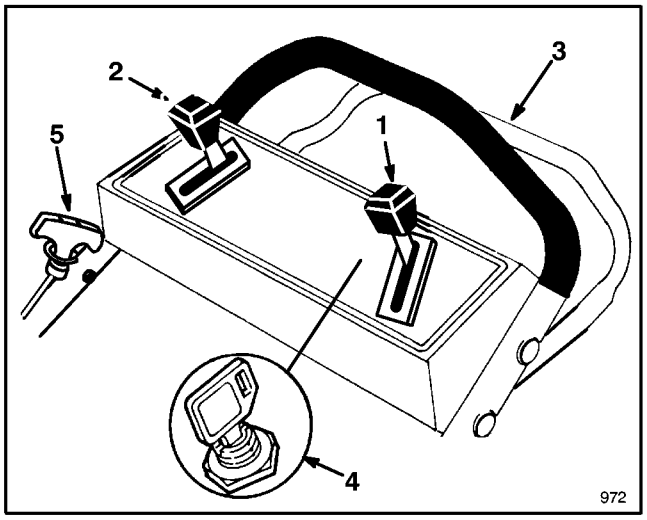

Figure 9
1. CONTROLS—Key switch (electric start model), throttle, ground speed control, control bar and recoil starter are on upper handle (Fig. 9).
5. KEY–LECTRIC STARTING—Turn key to ⏻ (START) and release when engine begins running. When engine starts, remove throttle from ⚿ (CHOKE) and regulate engine speed as desired. If the battery's charge is too weak to start the engine, the engine can be started with the recoil starter (Fig. 9).
7. GROUND SPEED (Fig. 9)—The mower has three ground speeds: number "1" is slow, "2" is medium, and "3" is a fast walking pace. Move ground speed control to desired setting. **Ground speed can be varied by increasing or decreasing distance between control bar and handle.** Lower control bar to slow mower when making a turn, maneuvering, or if mower is moving too fast for you. If you lower control bar too far, the mower will stop self-propelling. Squeeze control bar closer to handle to increase ground speed. When control bar is tight against handle, mower will self-propel at maximum ground speed. The control bar does not have to be squeezed tight against the handle to self-propel. Move ground speed control to Ⓝ when using the mower for trimming and whenever leaving mower.